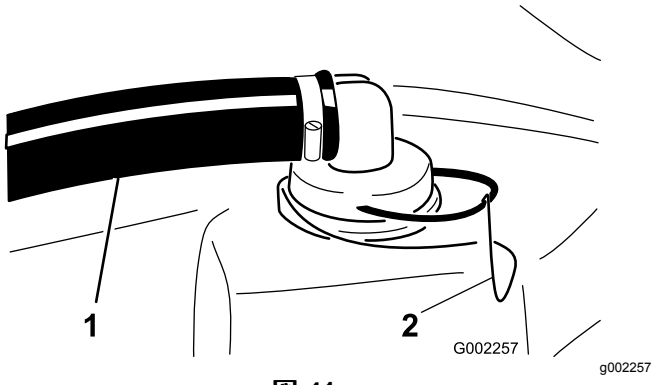

図 41
2. タンク上部で、太いホースについているフィッティングをストレーナハウジングに固定しているリテーナを外す図 41。
3. ストレーナハウジングからホースとフィッティングを取り外す図 41。